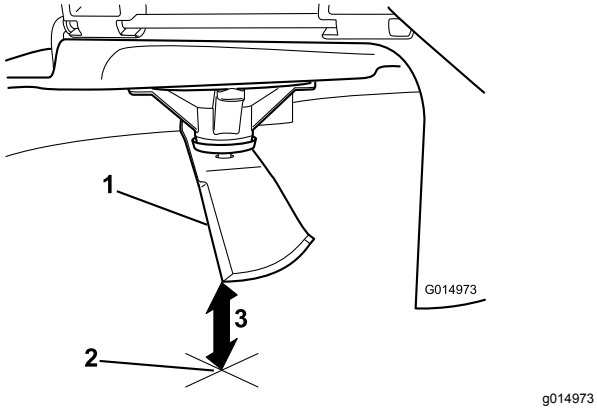

**Figur 55**
5. Mål fra spidsen af skærekniven til den plane overflade (Figur 55).